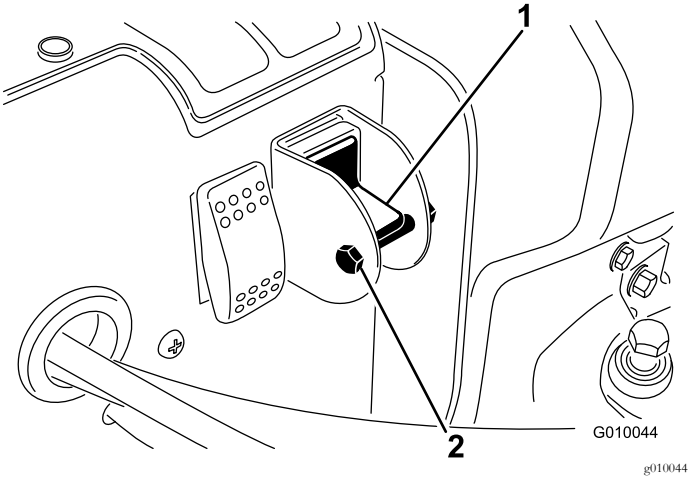

Figuur 29
4. Verwijder de borgbout en de borgmoer van de keuzeschakelaar (Figuur 29).